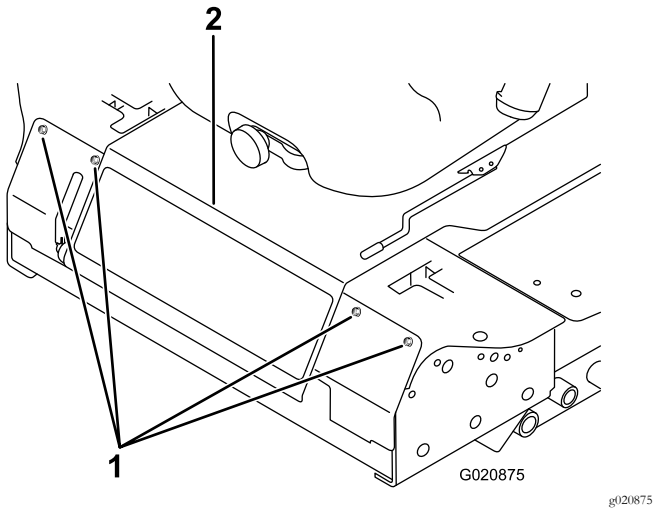

Figuur 48
2. Draai de bouten los waarmee het voorpaneel vastzit, en verwijder het paneel (Figuur 48).